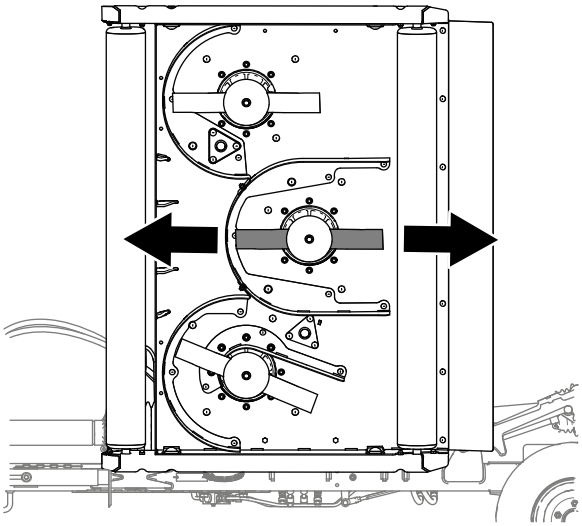

Figur 78
1. Rikta in mittklippdäckets kniv enligt Figur 78 när du justerar klippdäckens lutning.